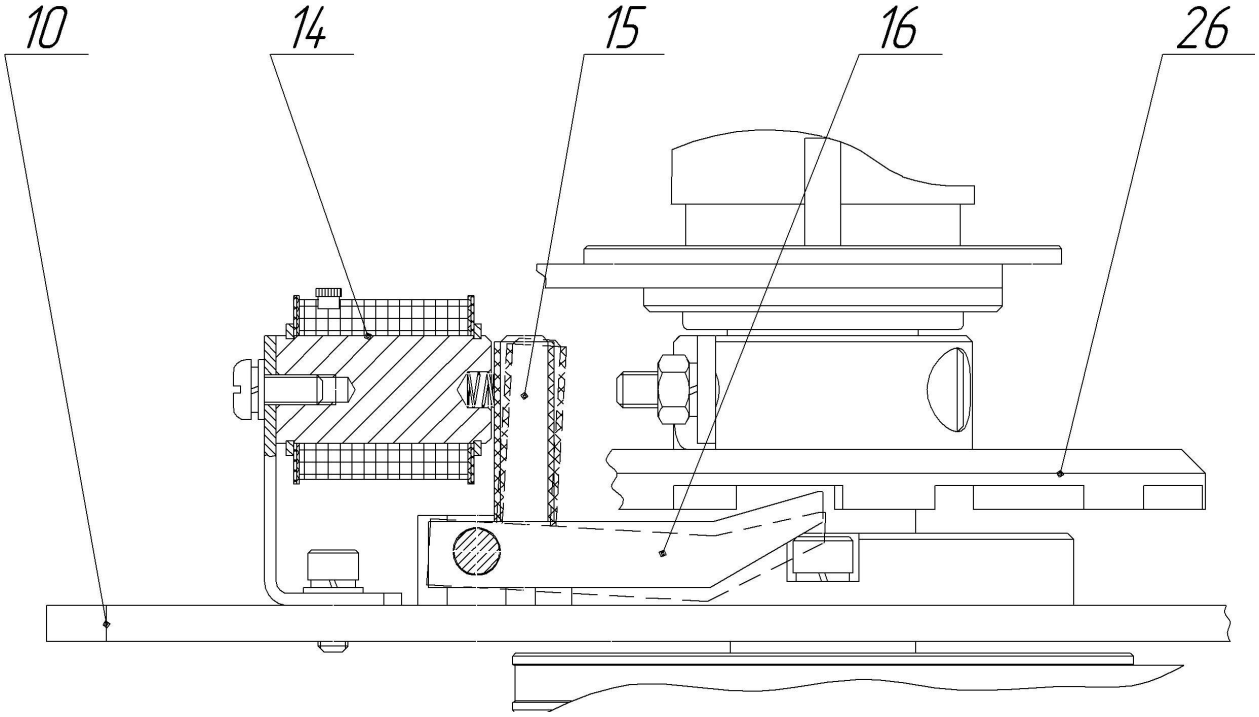

Рис.4
Механізм блокування складається з двох фланцевих електромагнітів (14), встановлених на основі (10). Якорі магнітів (15) жорстко з'єднані з важелями (16), які взаємодіють з зубцями на нижній поверхні барабана (26). Коли електромагніти відключені, важелі опущені і не перешкоджають обертанню трипода. При включенні електромагніта якір притягується до фланця електромагніту, піднімаючи протилежний кінець важеля і блокуючи, тим самим, обертання барабана (а отже і трипода) в відповідну сторону (див. рис. 4).